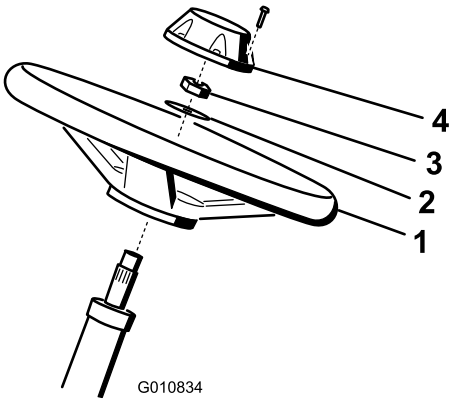

Figur 4
1. Før rattet på rattstangen (Figur 4).
2. Før skiven på rattstangen (Figur 4).
3. Fest rattet til stangen med en låsemutter og stram den til med et moment på 27–35 N·m (Figur 4).
4. Sett lokket på rattet, og fest med seks bolter (Figur 4).